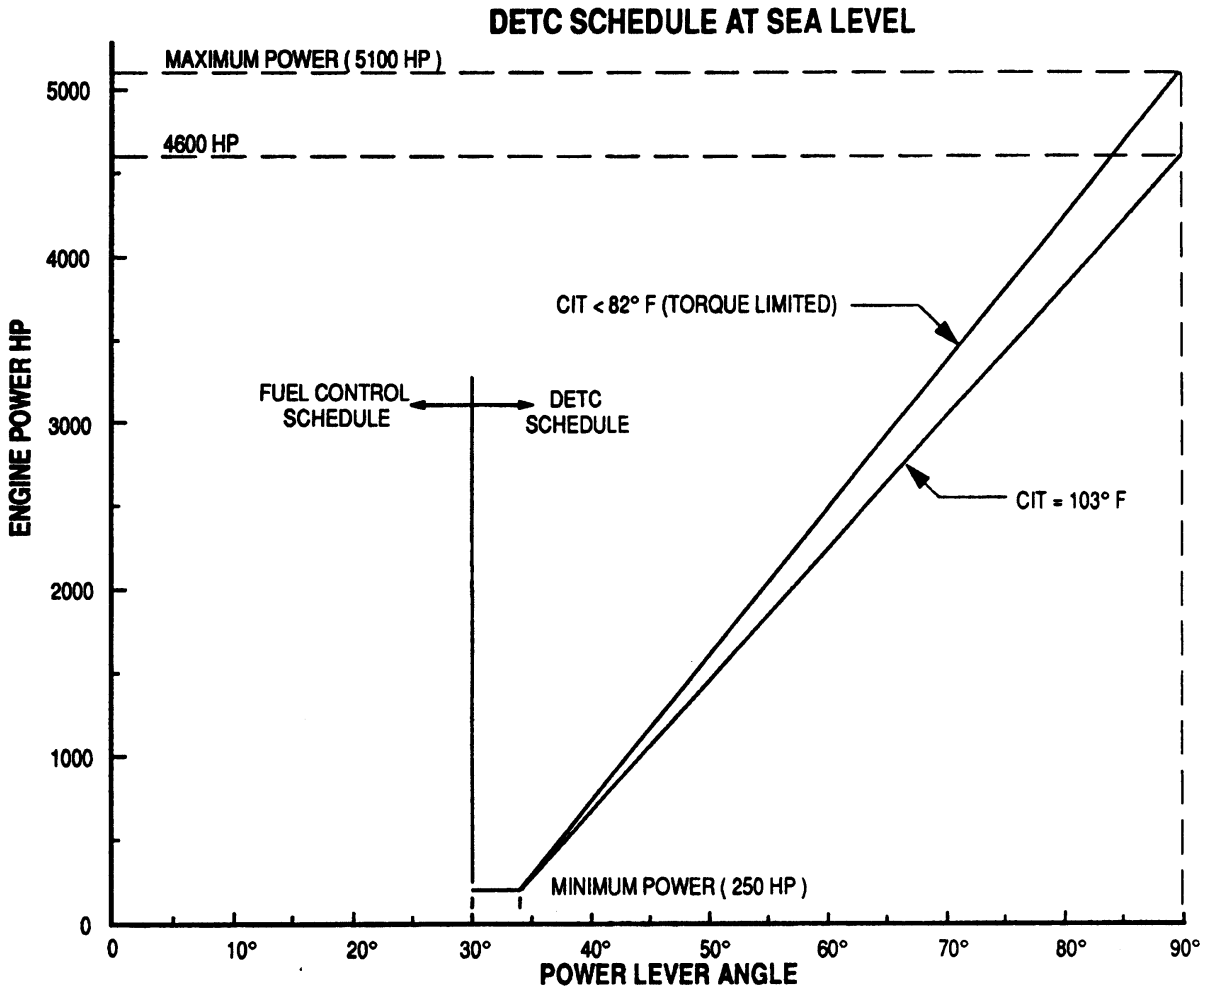

Figure 1. Control Schedule
6. The control system modulates fuel flow to match a horsepower schedule that varies linearly with Power Lever Angle (PLA). This schedule is illustrated in Figure 1. During ground operations with the PLA below 30 degrees, fuel flow is scheduled by the fuel control. In flight, within the PLA range of 34 degrees to 90 degrees (flight idle to maximum), a linear schedule is followed as the power lever is moved.